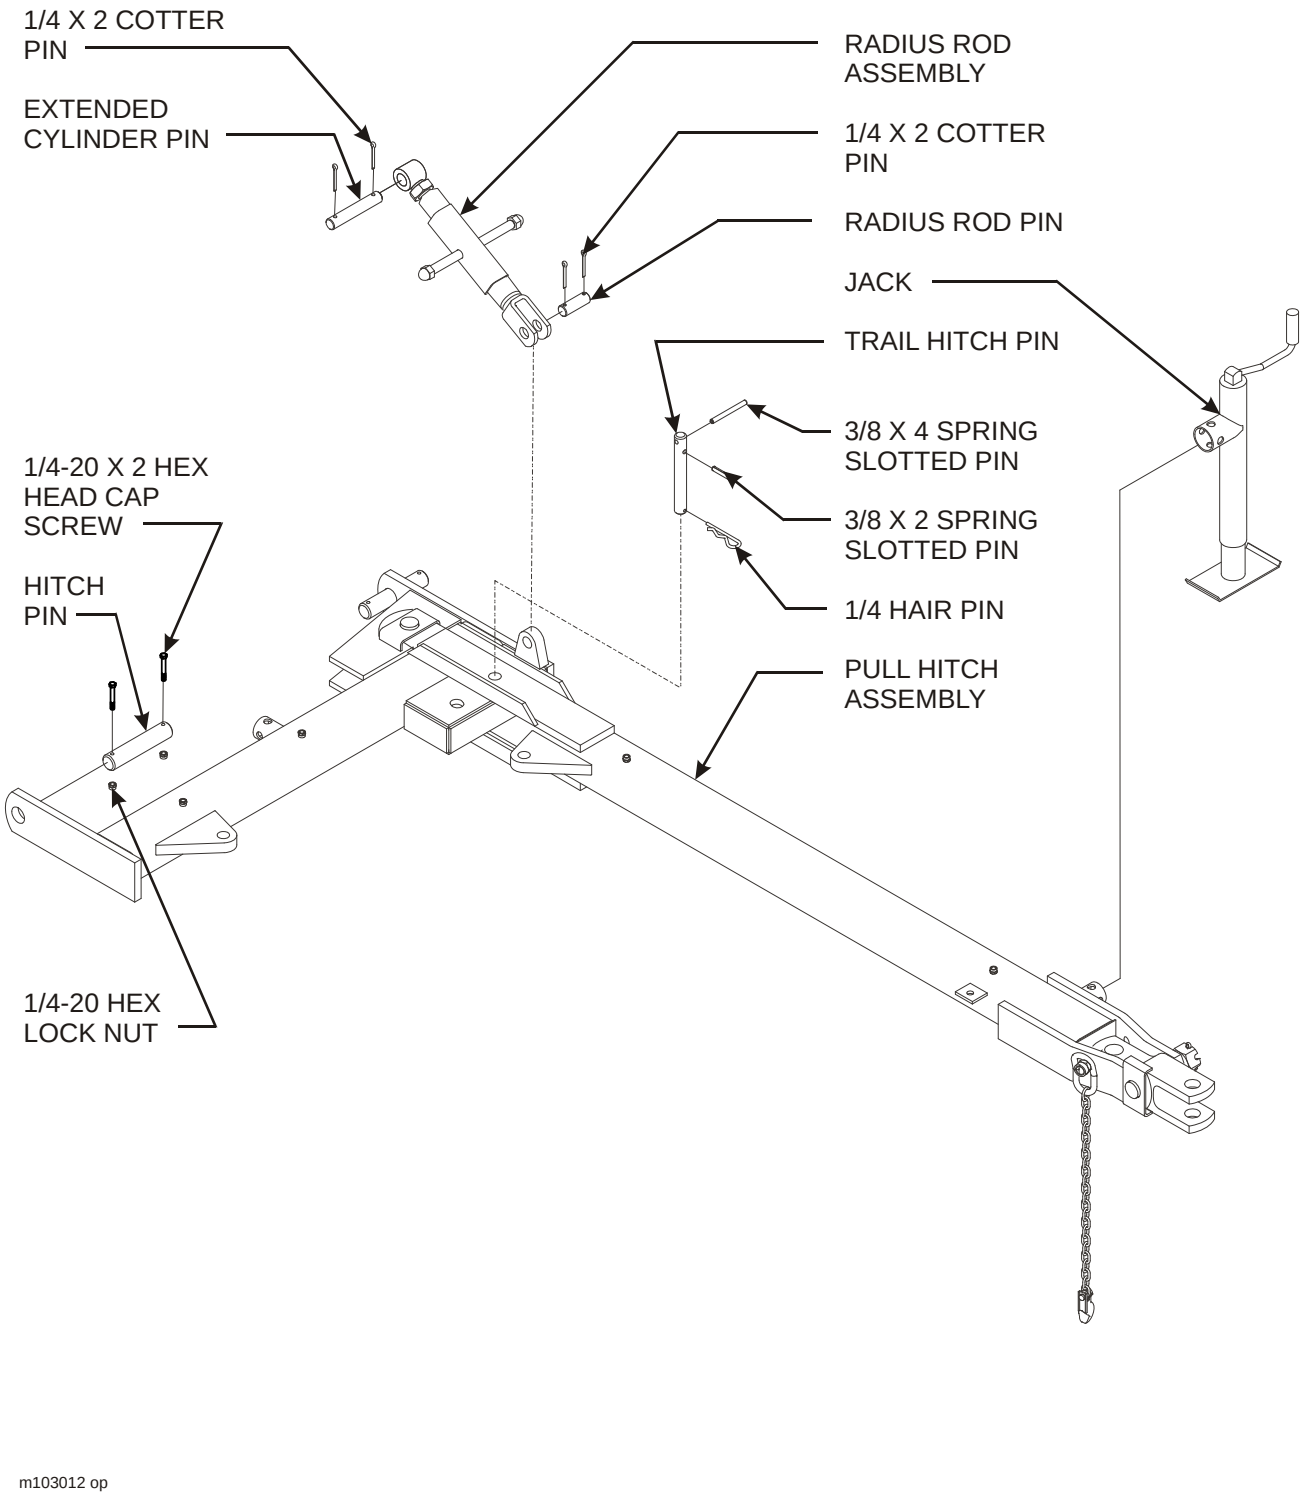

**Figure 3-15: Pull Hitch Installation - 15’ Fold Model**
1. Install pull hitch assembly to frame using hitch pins and 1/4 x 2-1/2 cotter pins **(See Figure 3-15.)**